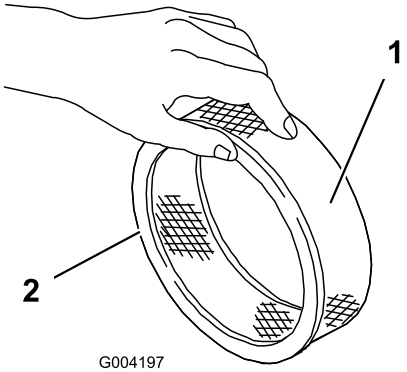

Figura 46
5. Verifique se o filtro de papel tem rasgões, película de óleo ou o vedante de borracha danificado (Figura 46).
1. Faça deslizar cuidadosamente o filtro prévio de esponja para o filtro de papel (Figura 46).